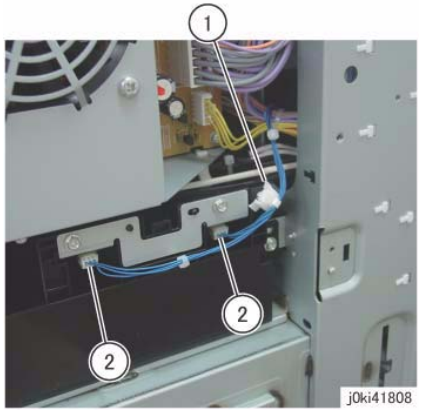

Figure 2 Disconnect the connectors
5. Disconnect the connectors (x2). (Figure 2)